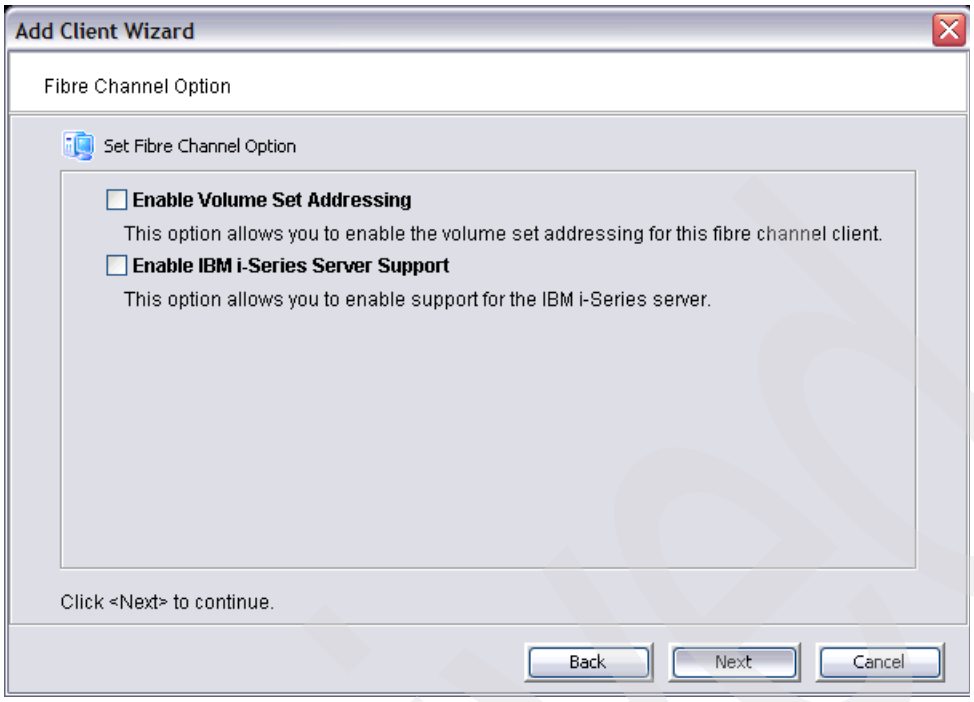

Figure 4-21 Fibre Channel Option panel
4. In the Fibre Channel Option panel (Figure 4-21), determine whether you want to use *Volume Set Addressing* (VSA) for this adapter. This may be required for particular Fibre Channel storage depending upon the storage system's requirements. For example, storage that is connected to an HP-UX host with an HP Fibre Channel adapter requires VSA addressing.